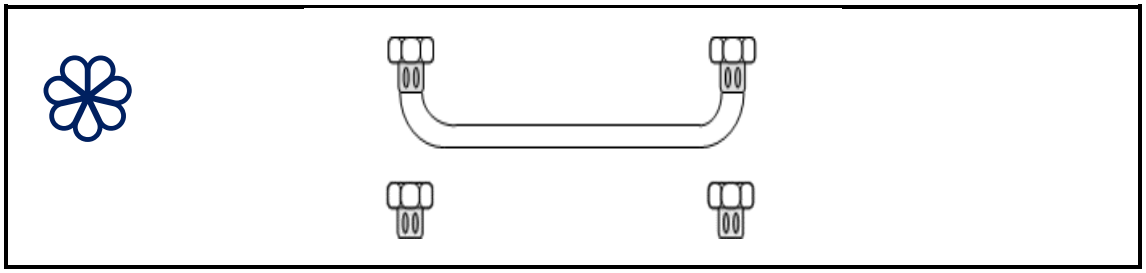

FIGURE 1 (2)
3.4 FIGURE 1 below shows two incorrectly connected studs. Use the unconnected studs to show how you would connect them correctly.